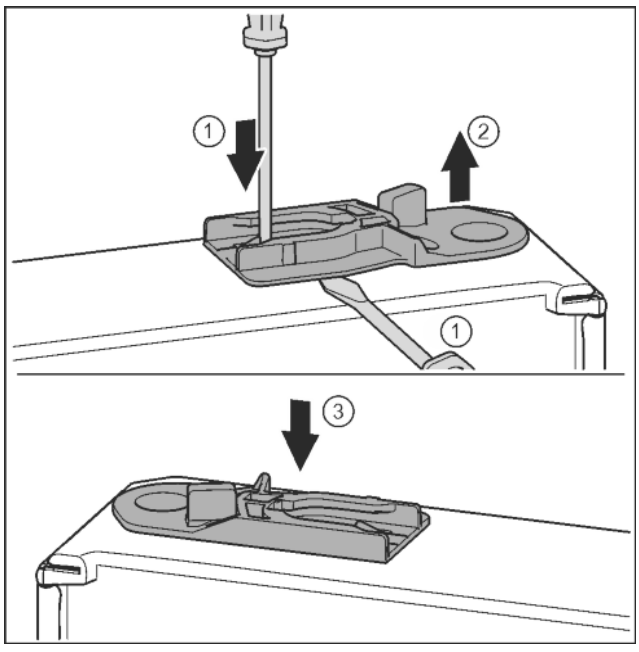

Fig. 35
- ▶ Pull out the guide bush: Press the tab with a slotted screwdriver and, at the same time, insert the slotted screwdriver under the guide bush. *Fig. 35 (1, 2)*
- ▶ Slide the guide bush included in the scope of supply to the other side of the housing. *Fig. 35 (3)*